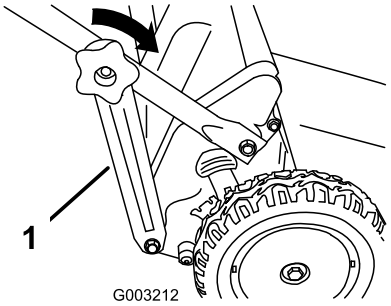

**Figuur 15**
3. Monteer de knoppen van de onderste handgreep en draai de knoppen zo vast mogelijk (Figuur 15).